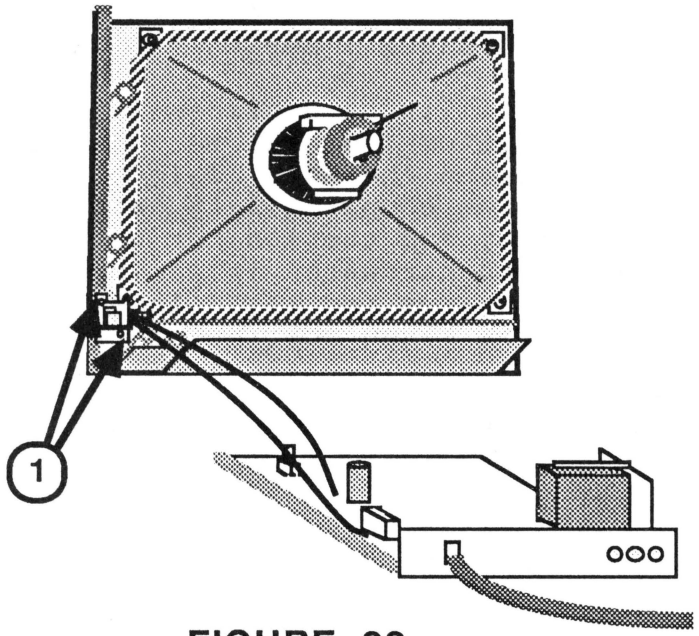

FIGURE 22
c. Replace the two screws which secure the on/off switch to the front bezel (Figure 22, #1).